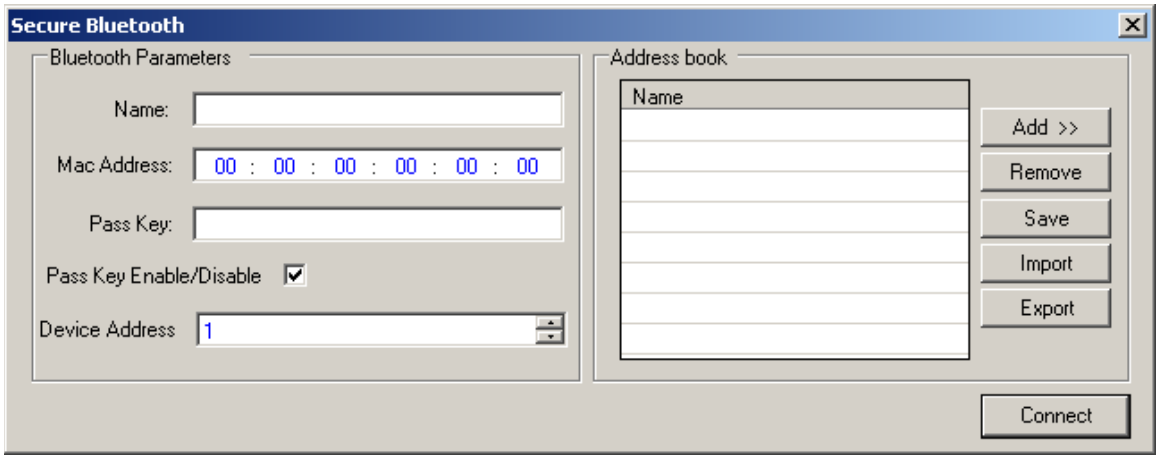

Figure 3-17 Bluetooth Connection Dialog Screen
3. Select **Connect/Bluetooth** from the **Connect** drop-down menu. TapTalk will display the Bluetooth Connection Dialog Screen (Figure 3-17).
The Bluetooth menu selection initiates the Bluetooth communication dialog screen (Figure 3-17). This screen contains the parameter settings for communicating with a M-2001D using the optional Bluetooth feature.